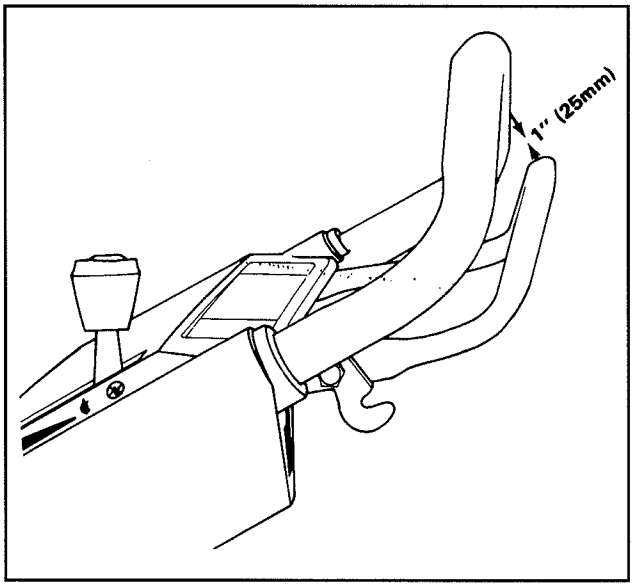

Abbildung 20
3. Um die Einstellung zu überprüfen, den Antriebshebel langsam gegen den Griff drücken. Der Antrieb ist dann richtig eingestellt, wenn Sie am Antriebshebel etwa 25 mm vom oberen Griff entfernt Widerstand spüren (Abb. 20).